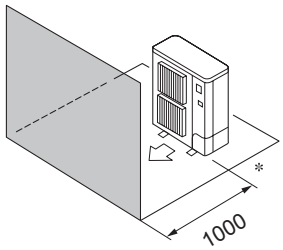

Fig. 3-8
④ Окружающие предметы - только спереди (Fig. 3-8)